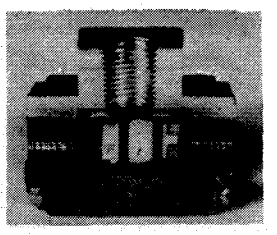

FIGURE 8-4. – SHUTTLE VALVE
Shuttle Valve (Figure 8-4) – Also known as a double check valve, the shuttle valve is a device which will take two (2) supply signals and allow the one with the highest pressure to pass through. The shuttle valve is used in the Low Demand control system with reservoir blowdown to allow the control to work from both the oil reservoir and the plant air system side of check valve.